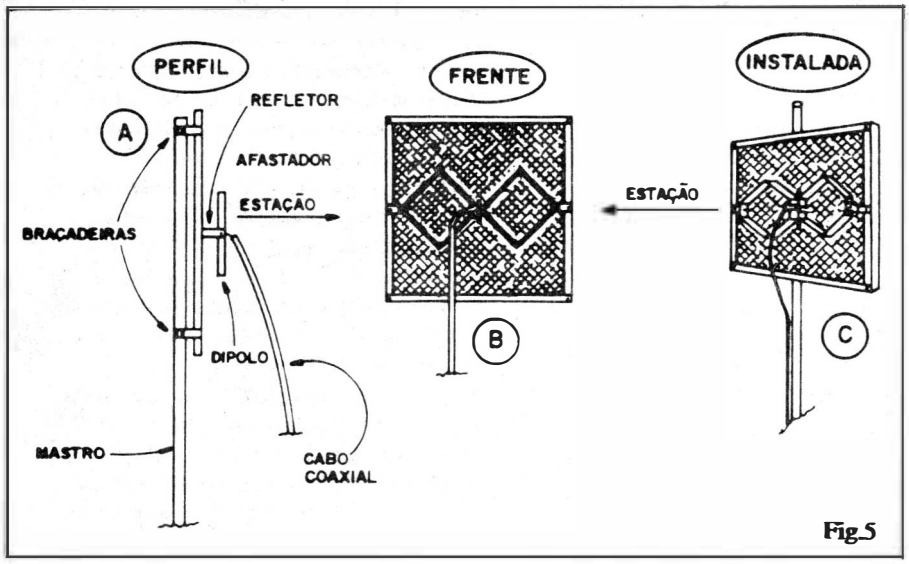

Fig.5
- **FIG. 5** - Visualizações diversas da antena já montada. Em 5-A temos um **perfil** do conjunto (já, inclusive, com o mastro de sustentação fixado às respecitvas braçadeiras...). Observar a direção de captação da antena (seta "estação"). Em 5-B temos uma vista frontal da antena já formada, notando-se claramente a "centragem" da "borboleta" em relação ao quadro/refletor, atrás dela... Em 5-C temos uma perspectiva da antena instalada (novamente com a seta mostrando o sentido de captação da antena, ou direção da estação de TV-UHF que se deseja captar).
- A "borboleta" deve ficar na **horizontal** (e não "em pé"), conforme sugere as figs. 5 e 6. Se colocada em pé, ela trabalhará "contra" a polarização normal dos sinais de UHF, tendo como resultado uma grande queda no rendimento e sensibilidade da antena